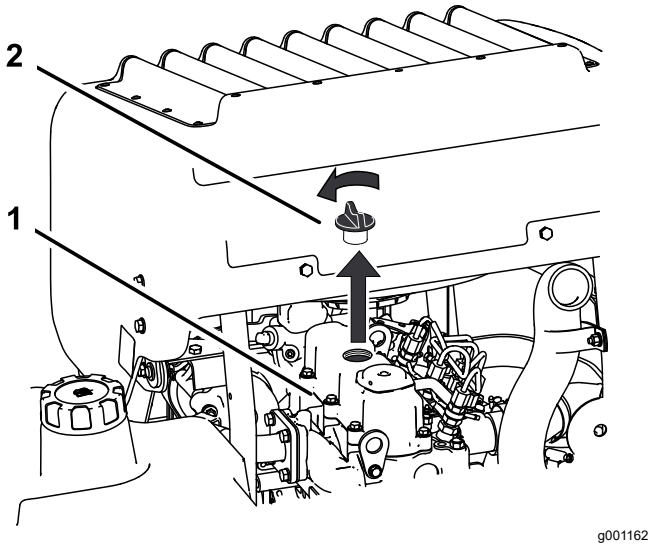

Figuur 63
6. Verwijder de vuldop op de bovenkant van de motor (Figuur 63).
2. Verwijder de olievulbuis/peilstok (Figuur 63).